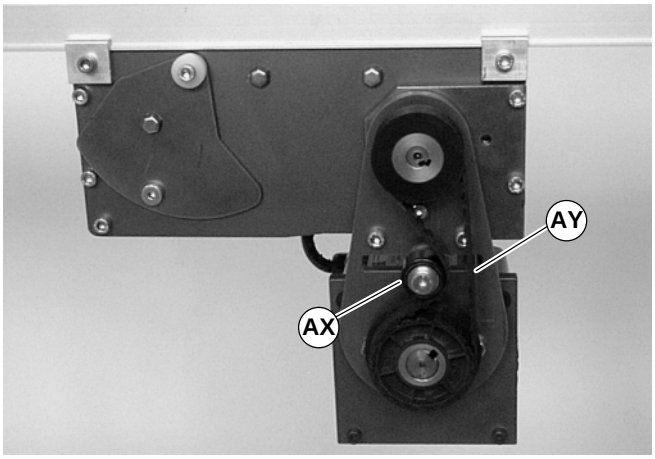

Figure 18
6. Loosen belt tensioner (AX of Figure 18) then remove the belt (AY).